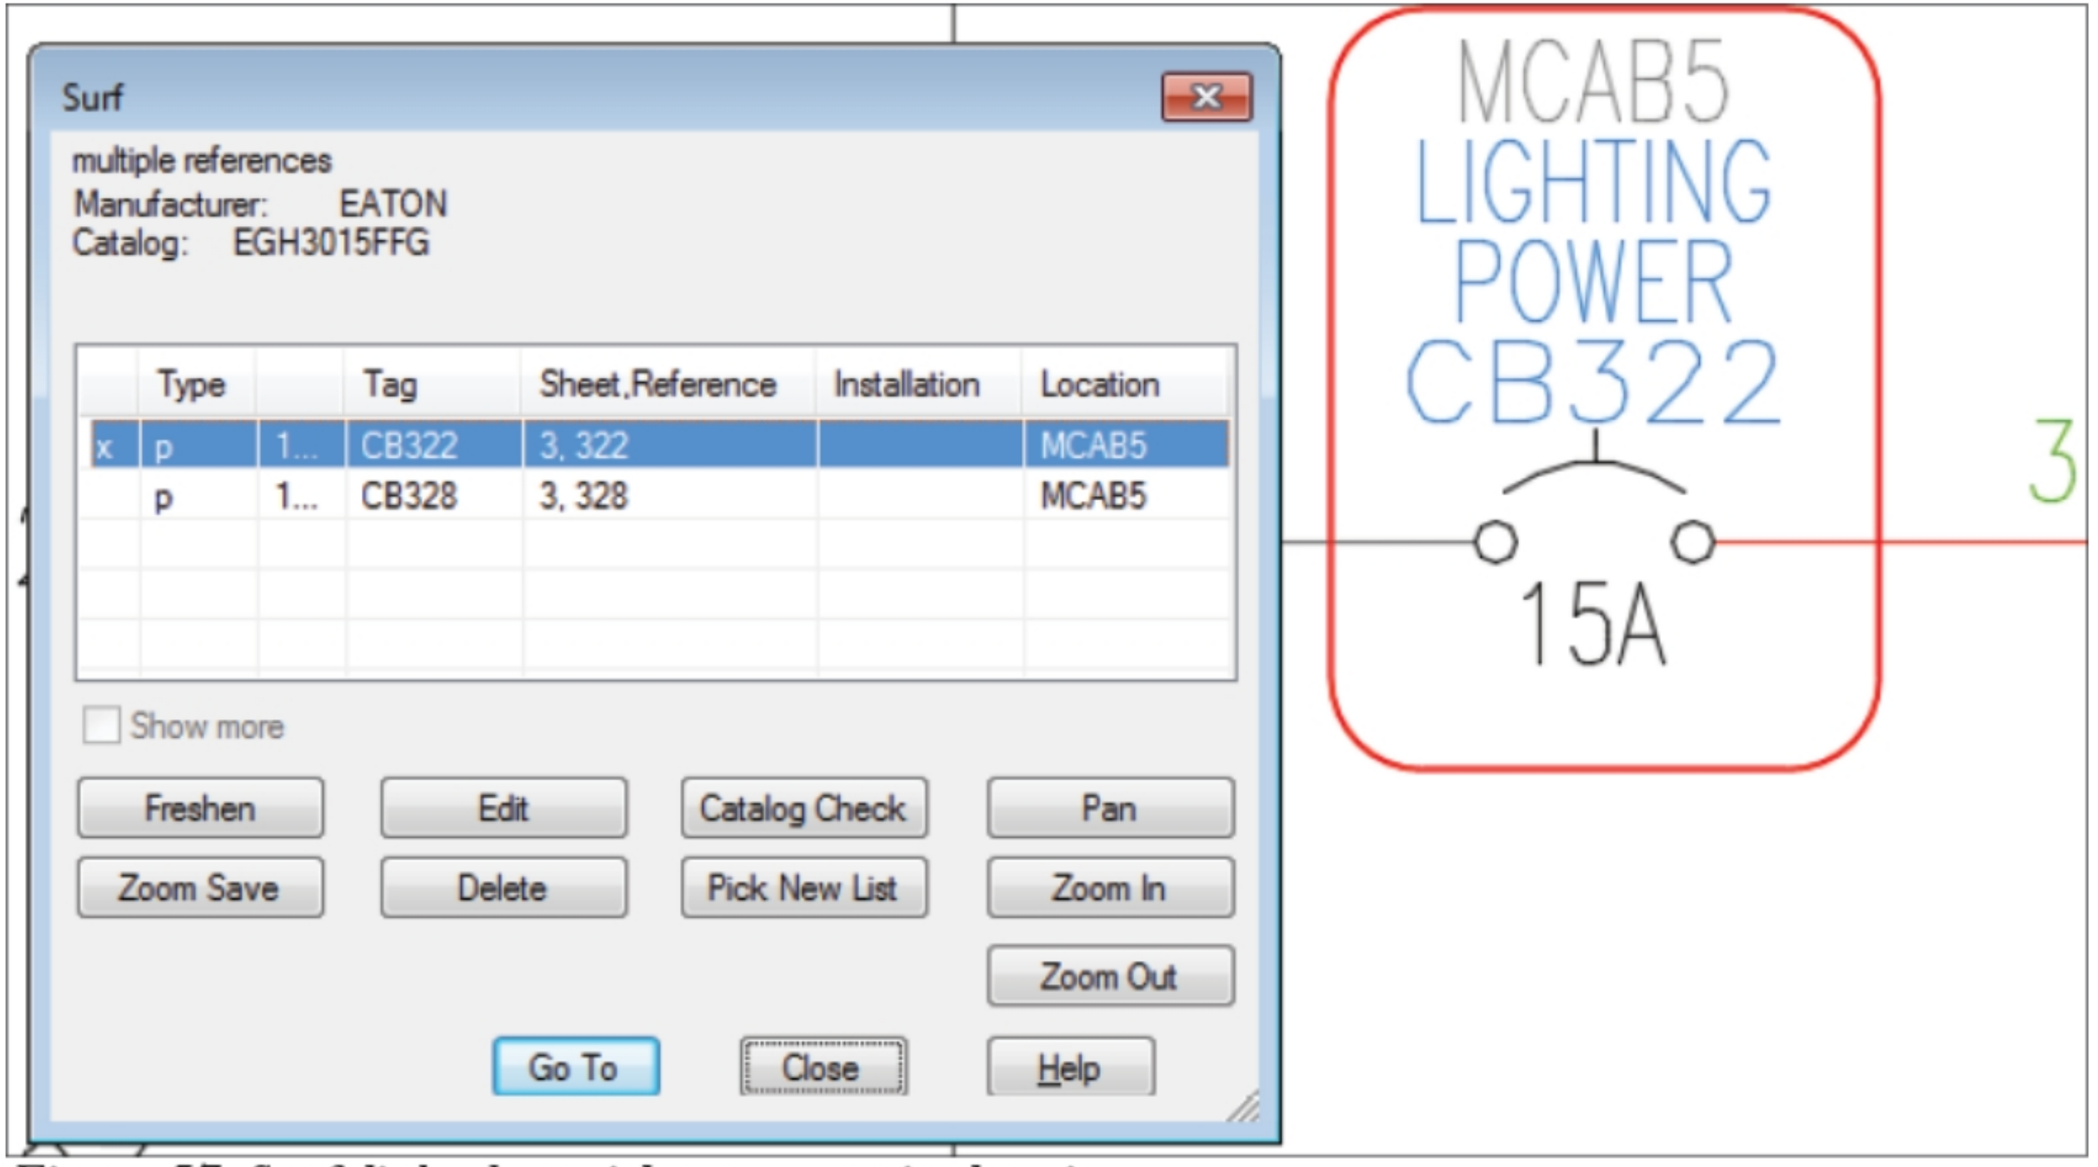

Figure-57. Surf dialog box with component in drawing
- Select the item from the list and click on the **Go To** button. The component will be displayed in the corresponding drawing and the **Delete** button will become active; refer to Figure-57.